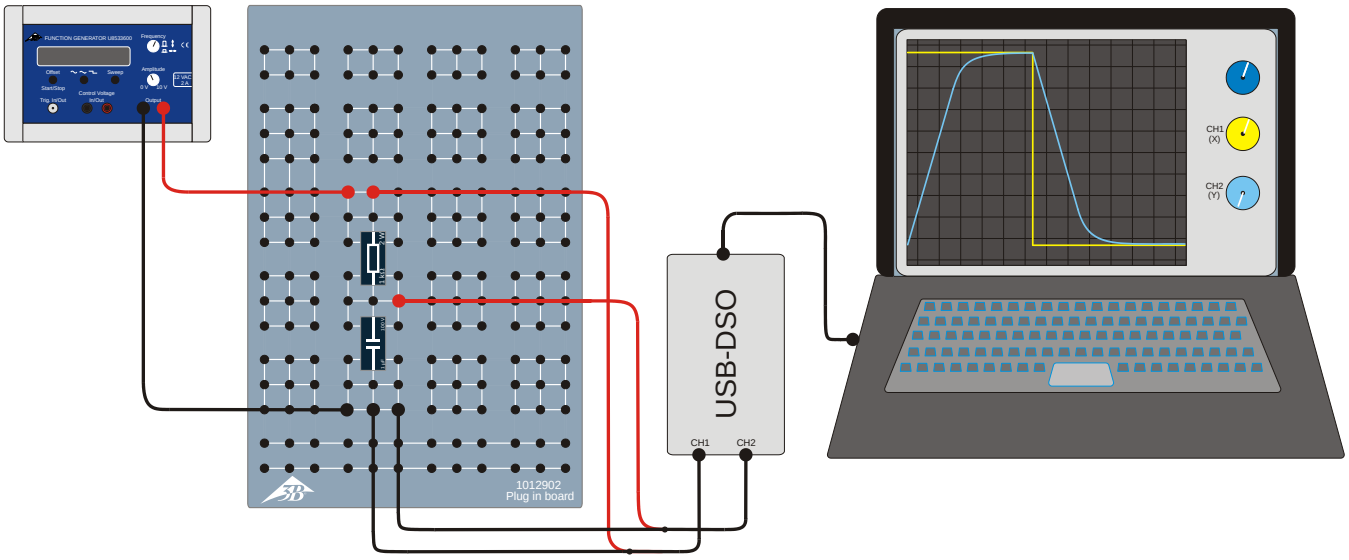

Fig. 2: Skizze der Messanordnung.
- Messanordnung gemäß Fig. 2 aufbauen.
- Widerstand 1 kΩ und Kapazität 1 µF wie in Fig. 2 und 3 skizziert in die Steckplatte einstecken.